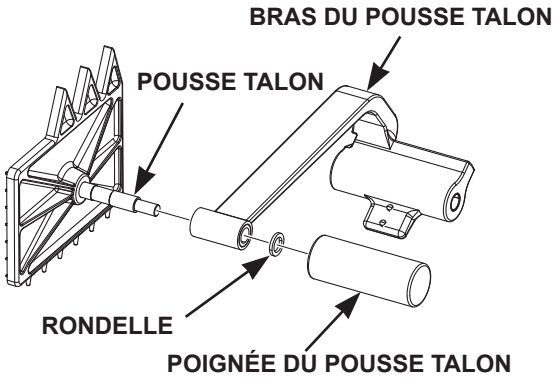

Fig. 9
- Desserrez la poignée du pousse talon (Fig. 9) et retirez la poignée, le bras et la rondelle du pousse talon.